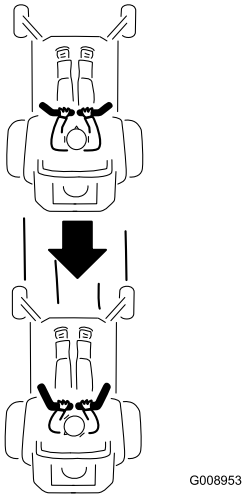

Bild 17
2. Ziehen Sie zum Rückwärtsfahren die Fahrantriebshebel langsam nach hinten (Bild 17).
Wenden Sie zum Geradeausfahren auf beide Fahrantriebshebel denselben Druck an (Bild 17).